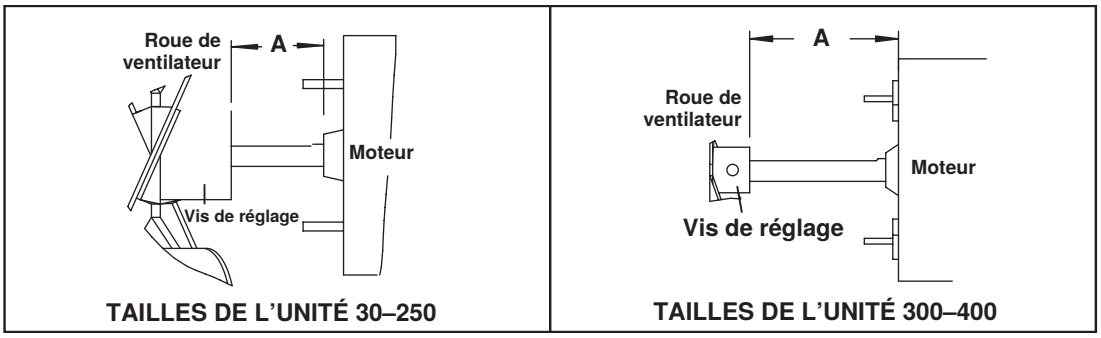

Figure 25. Espacement du ventilateur et du moteur (reportez-vous au Tableau 25)
6. Assurez-vous que la roue du ventilateur est positionnée correctement sur l'arbre (voir **Figure 25**), que la vis de réglage est serrée conformément au couple indiqué dans le **Tableau 25**, et que les écrous fixant le moteur à la protection du ventilateur soient serrés à 30 pouces-livres.
*Voir Figure 25.